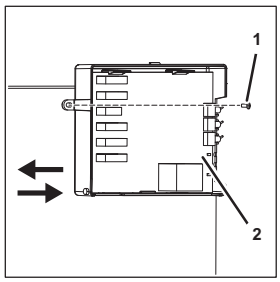

Fig. 86
3. Remove the fastening bolt (Fig. 86/1) from control system 1 (Fig. 86/2).
4. Slide control system 1 (Fig. 86/2) to the left and lift control system 1 (Fig. 86/2) out of the unit.
5. Position the new control system 1 (Fig. 86/2) within the unit.
6. Slide control system 1 (Fig. 86/2) to the right and push control system 1 (Fig. 86/2) down until control system 1 (Fig. 86/2) locks into place.
7. Attach control system 1 (Fig. 86/2) using the fastening bolt (Fig. 86/1).